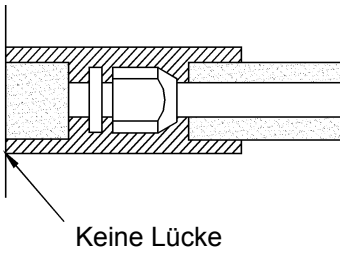

Abb. 41
2. Die Anschlusstelle an das Innengerät muss mit einem wärmedämmenden Material eingewickelt werden. Zwischen der Anschlusstelle des Rohrs und der Wand des Innengerätes darf keine Lücke sein. Siehe Abb. 41.